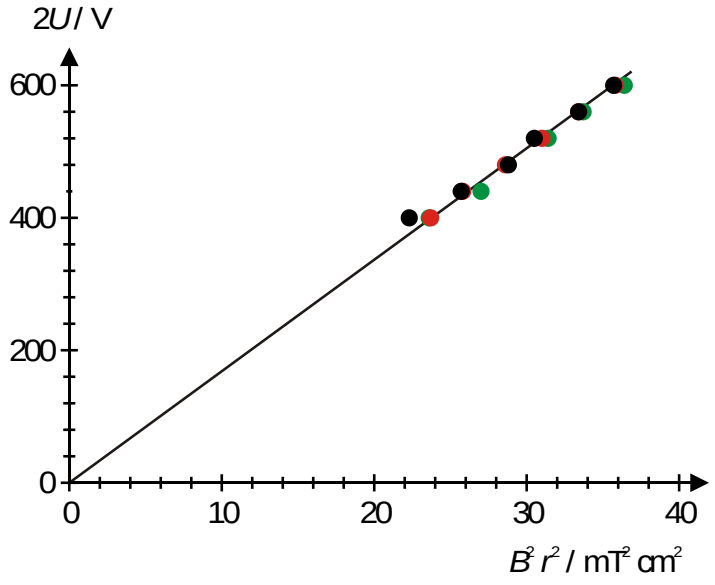

Fig. 3 $r^2B^2$-$2U$-Diagramm der Messwerte (schwarz: $r$ = 5 cm, rot: $r$ = 4 cm, grün: $r$ = 3 cm)
- Zur weiteren Auswertung die Messwerte in einem $r^2B^2$-$2U$-Diagramm auftragen (siehe Fig. 3).